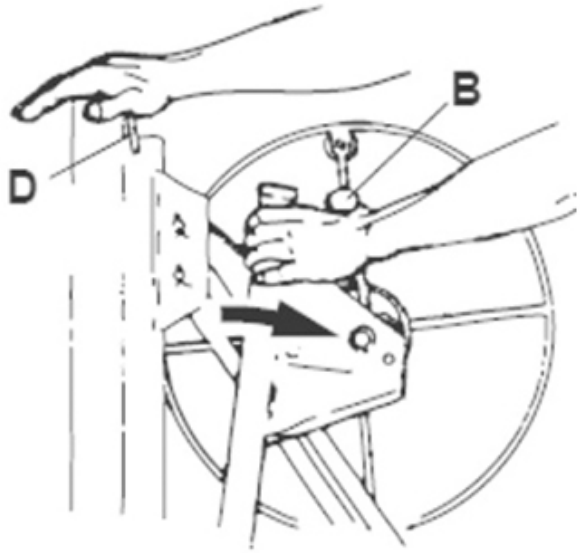

FIG. 3
- Pull the rudder down to the working position (Fig. 3).
- Turn the rudder slightly clockwise to check that the pulley and telescopic rods are working properly (Fig. 3). If you feel excessive friction when lifting the telescopic rods, use oil lubricant to facilitate the movement of the mechanisms.
- Press the telescopic rods with your hand to ensure that they are fully retracted before continuing with the assembly (D, fig.3).